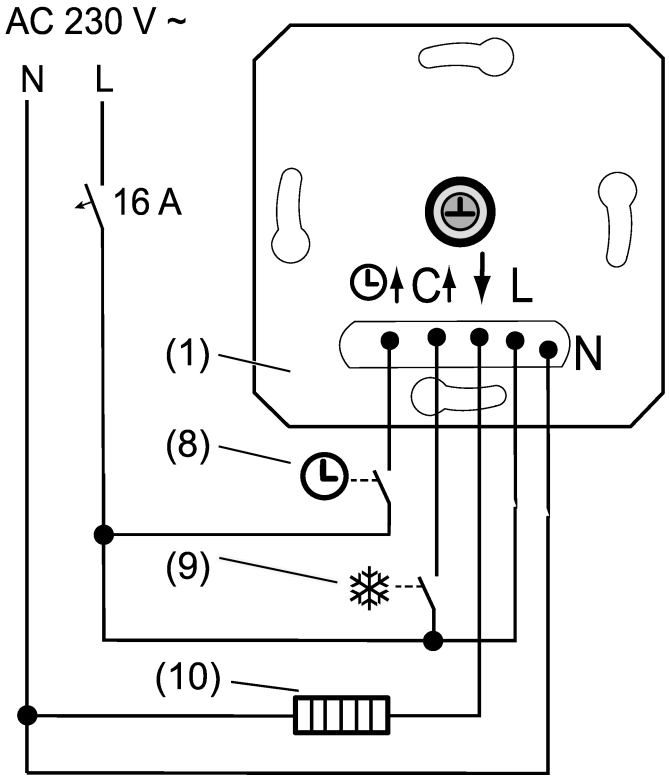

Figura 2: Esempio di collegamento dell'unità da incasso
- Collegare l'apparecchio elettrico di riscaldamento (10) o di raffreddamento all'inserto (1) secondo lo schema di collegamento (Vedi figura 2). Rispettare le sezioni del conduttore (dati tecnici)